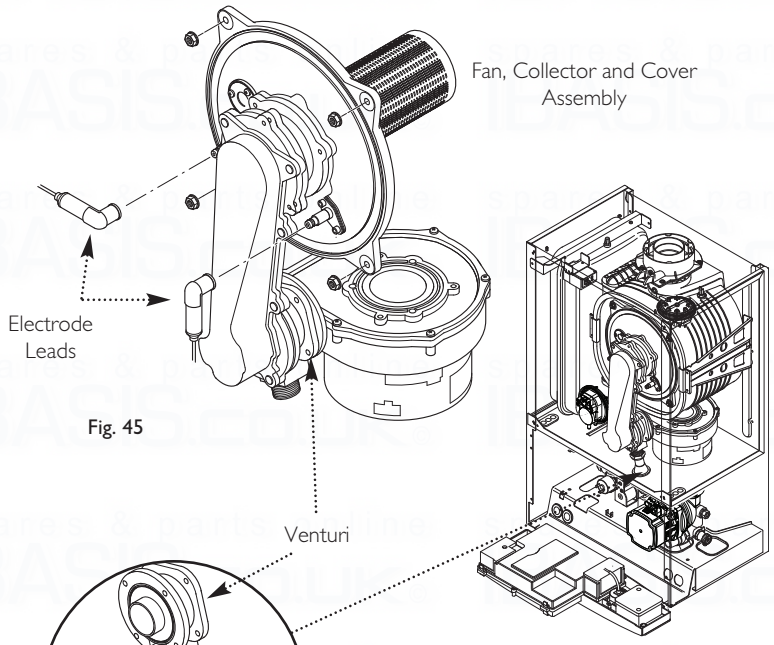

Fig. 45
7. Disconnect the electrode leads, noting their position, and the fan electrical plugs (Fig. 45).